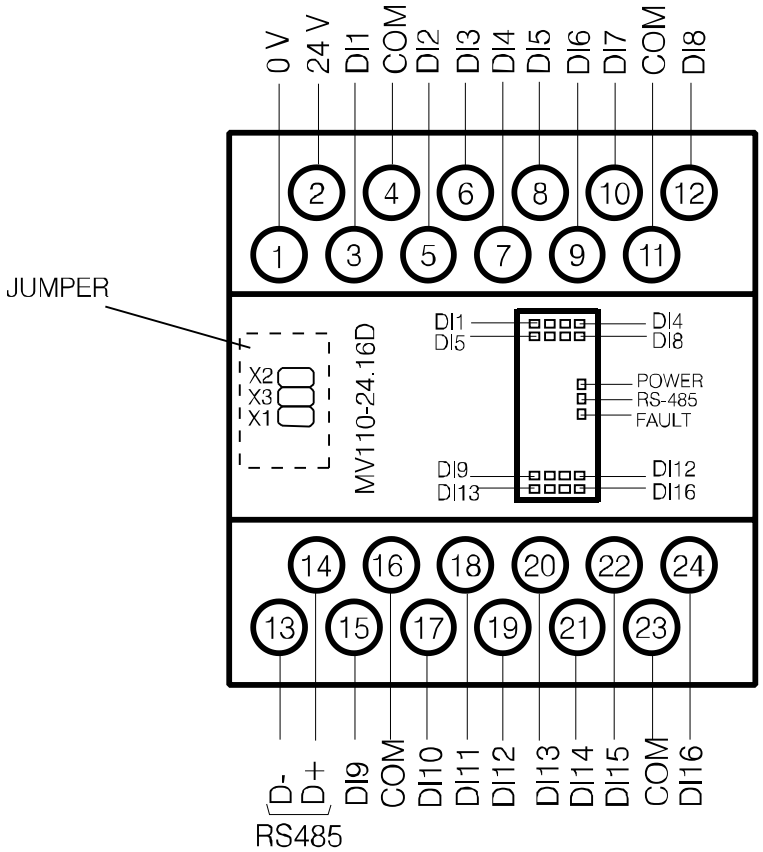

Fig. 4.1 Conexión eléctrica del MV110-16DN
- Los terminales de conexión se muestran en la fig. 4.1, la designación de los terminales se indica en la Tabla 4.1.
– Abrir la tapa del panel frontal del módulo (ver fig. 4.1).